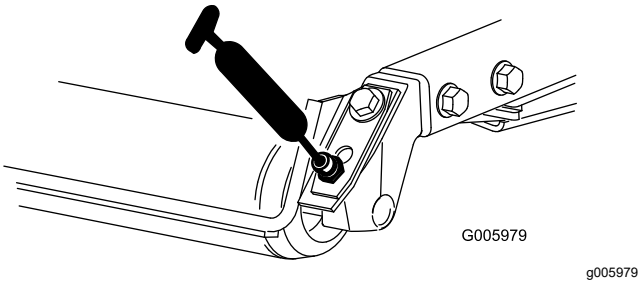

Figuur 86
- Lagers van achterrol (2 per maai-eenheid); zie Figuur 86